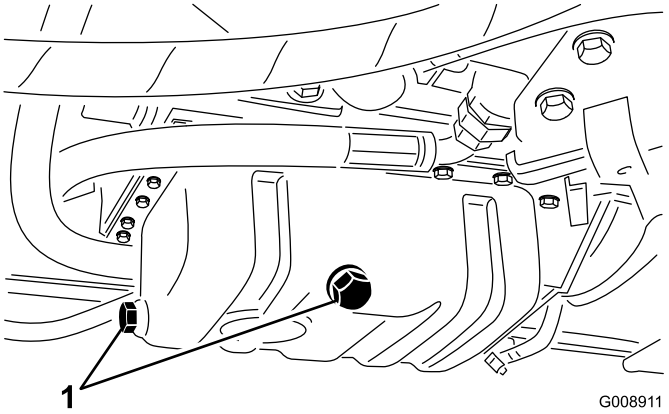

Figur 61
1. Fjern en af aftapningspropperne (Figur 61) og lad olien løbe ned i dræningsbakken. Når olien holder op med at løbe, skal aftapningsproppen sættes på plads.